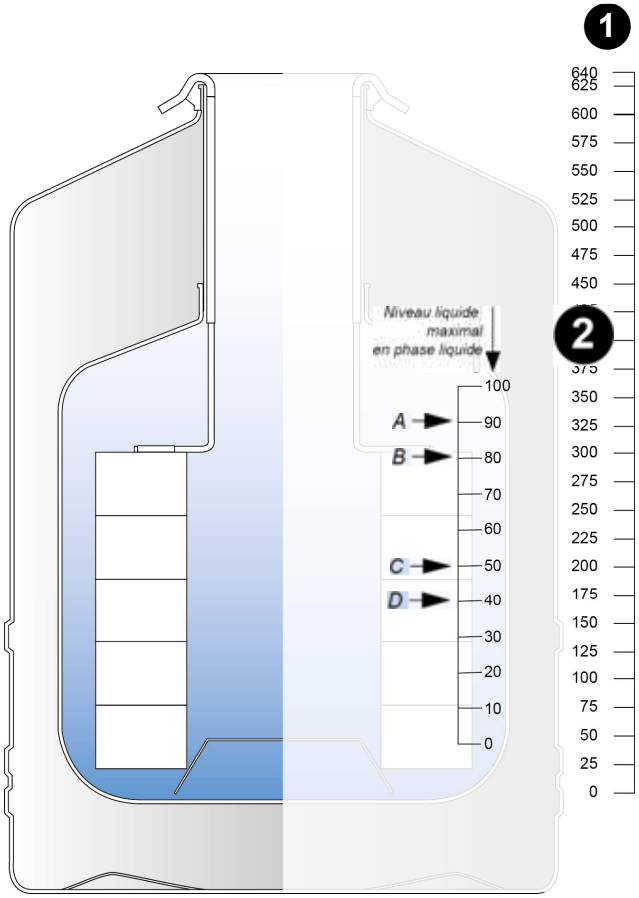

Figura 15-2: ARPEGE 40 – Faza lichidă – scala de măsurare.
- **Patru apăsări succesive în mai puţin de 2 secunde**: este lansată umplerea cuvei. Se opreşte automat atunci când este atins Nivelul superior (UCL) (vezi Figura 15-2 - Figura 15-19). Funcţia de degazare este activată, dacă opţiunea este prezentă şi dacă temperatura pe sonda de degazare nu a fost atinsă.